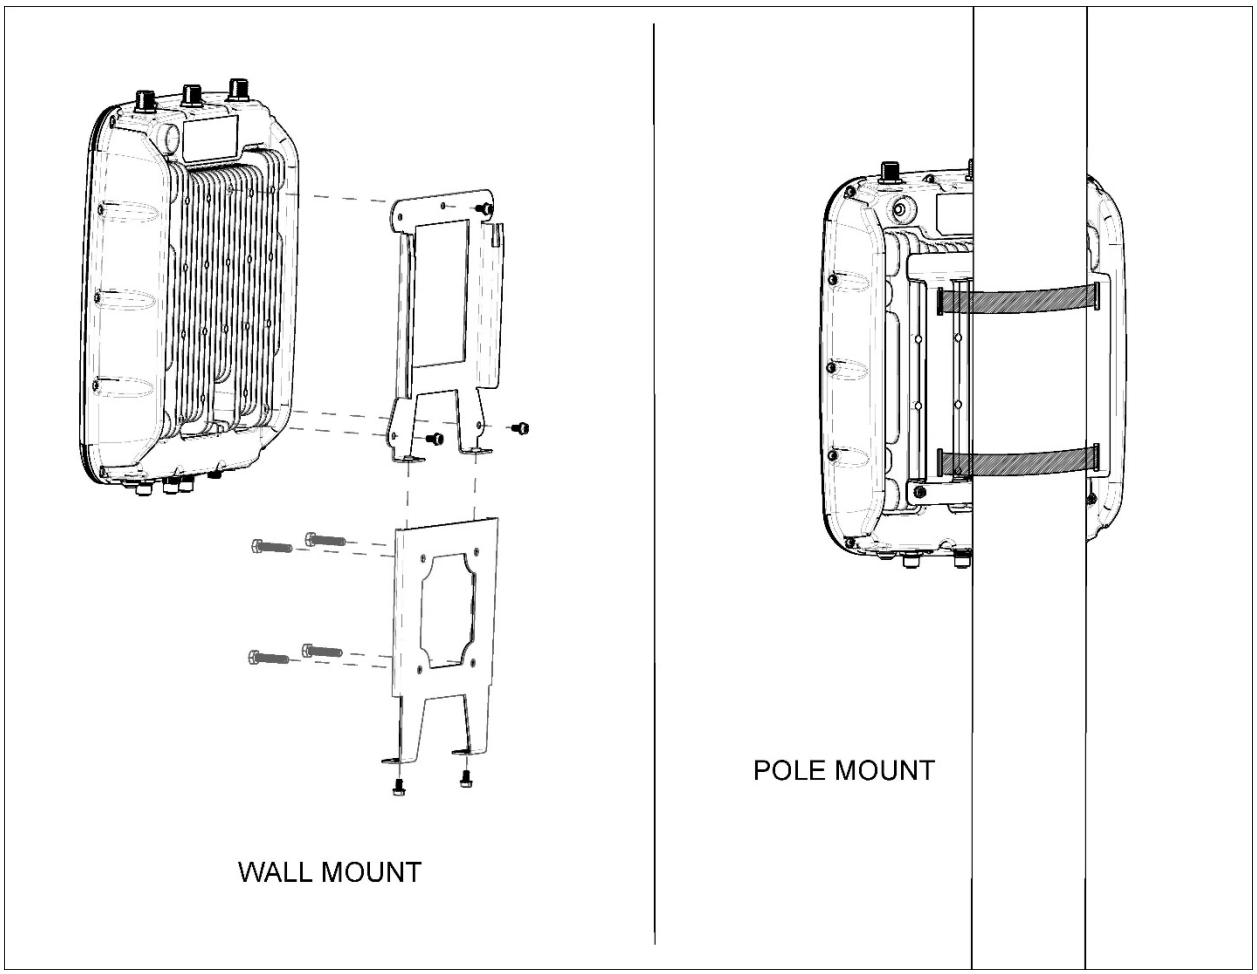

*Figure 3*
The unit may be mounted either on a flat surface (such as a wall) or on a pole (refer to Fig. 3). The wall mount bracket is included in the installation kit. Note that this bracket consists of two pieces: one piece attaches to the VHH10 unit and the other piece gets mounted to the surface of the wall.
**IMPORTANT**: You must ensure that the unit is mounted so that the edge with the antenna connections facing UP, as shown in Fig. 3. Also make sure to orient the wall mounting bracket correctly, as shown in the diagram.
5. Insert 2 M8 screws into the locking flanges at the bottom to fasten the two pieces of the mounting bracket together (see Figure 3).